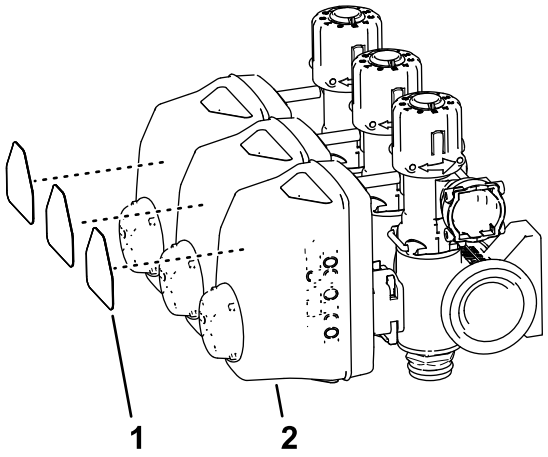

Figur 68
5. Fjern merkene fra aktuatorene på de tre seksjonsventilene (Figur 68).